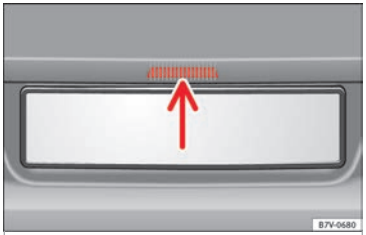

Afb. 7 Van buitenaf achterklep openen.
- Trek de achterklep met knop **››› afb. 7** (pijl) omhoog en open de achterklep.